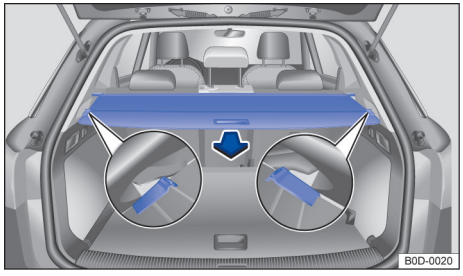

图 111 行李箱内：已打开的行李箱遮物帘 ▶
– 抓住把手 →图 111，向后拉动遮物帘使遮物帘两侧挂入行李箱饰板上的固定槽中。
– 抓住把手，略微拉动遮物帘，使遮物帘两侧从行李箱饰板上的固定槽中脱出 →图 111，并将其慢慢收卷。